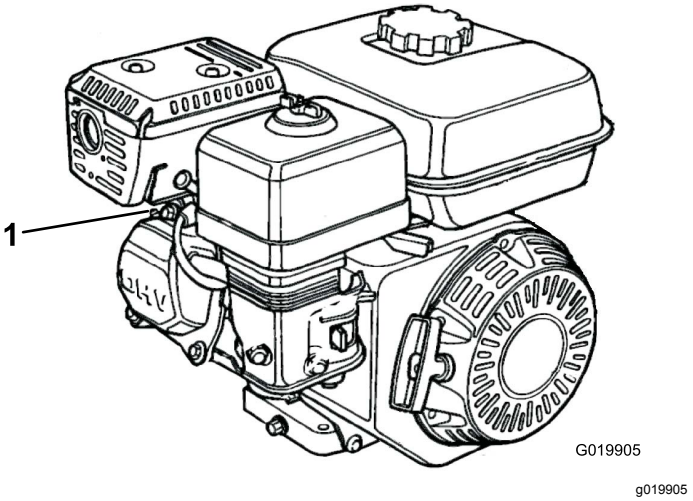

**Figura 31**
2. Desligue o fio da vela da ignição da vela da ignição (Figura 31).